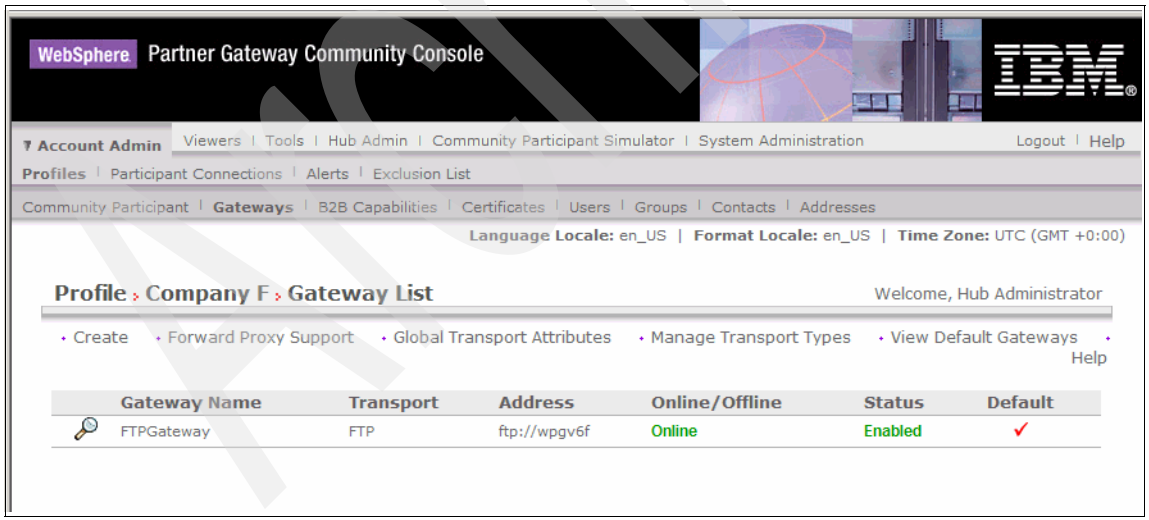

Figure 12-24 List of Company F's defined gateways
3. Locate the profile of Company F and click the **magnifying glass** icon next to it. Select **Gateways**. We should see the currently configured FTP Gateway (Figure 12-24).